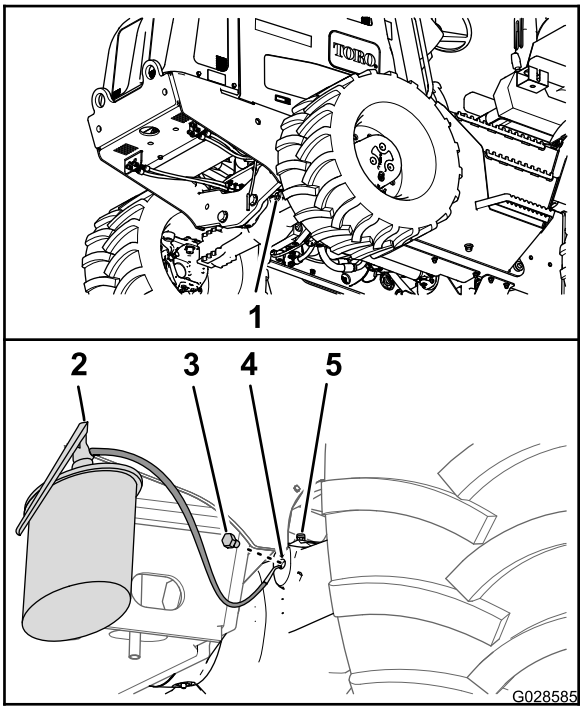
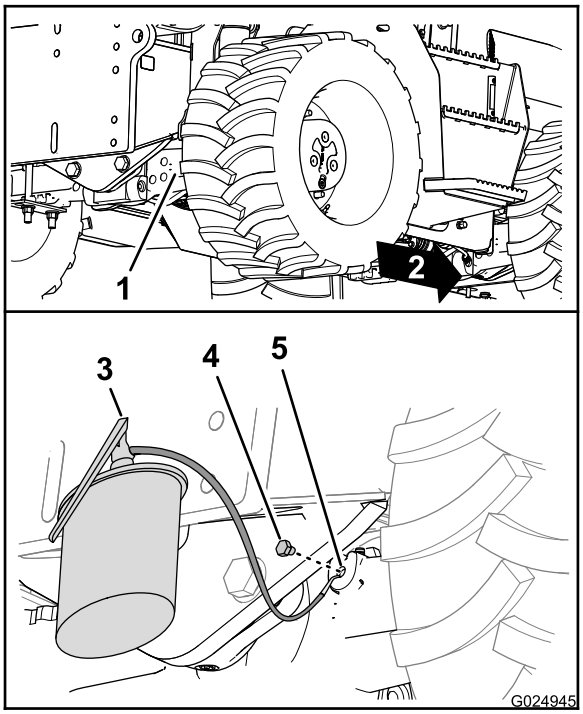

Bild 89
Bild 90
5. Setzen Sie die Ablassschrauben in die Ablassanschlüsse im Ritzelgehäuse ein (Bild 89 und Bild 90).
6. Füllen Sie Öl der angegebenen Sorte durch die Schauglasöffnung in die Achsen, bis der Ölstand an der Unterseite des Schraubengewindes der Öffnung liegt (Bild 89 und Bild 90).
8. Setzen Sie die Füllschrauben in die Schaugläser im Ritzelgehäuse der Achse ein (Bild 89 und Bild 90).